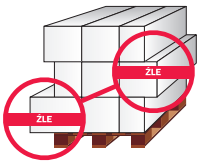

rys. 6
- W przypadku przesyłania większych elementów, które są szczególnie narażone na uszkodzenia (np. szyby samochodowe) paleta powinna posiadać konstrukcję chroniąc towar przed uszkodzeniami **(rys. 6)**.